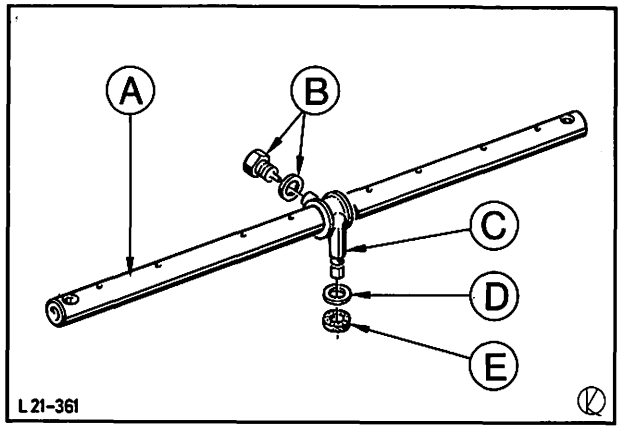

Abb. 150 Anschlußstück – Ölzufuhr
3. Anschlußstück – Ölzufuhr von Kipphebelachse abbauen. Befestigungsschraube herausdrehen und Anschlußstück abnehmen, Abb. 150.